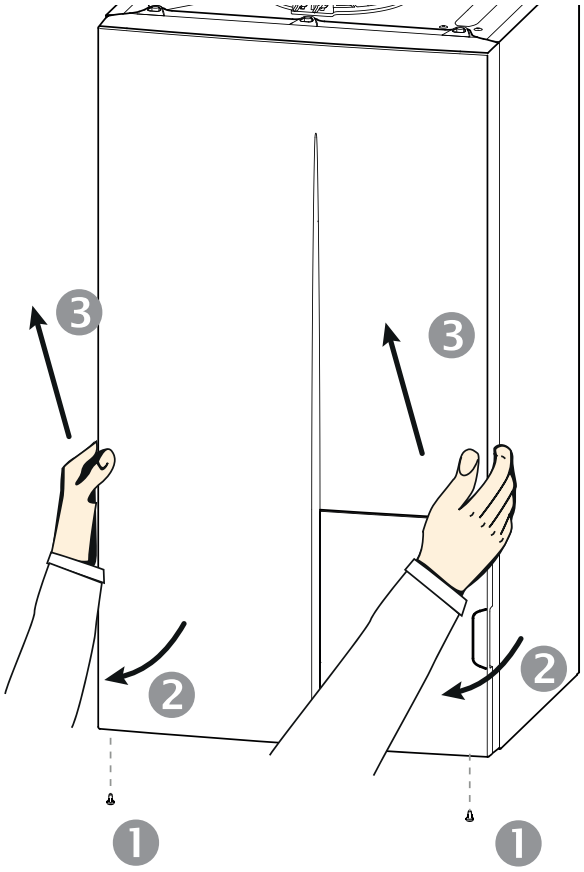

fig. 33 - Dépose de la façade
- Déposer la façade (*fig. 33, page 51*).
- Déposer la façade (voir *fig. 33, page 51*).